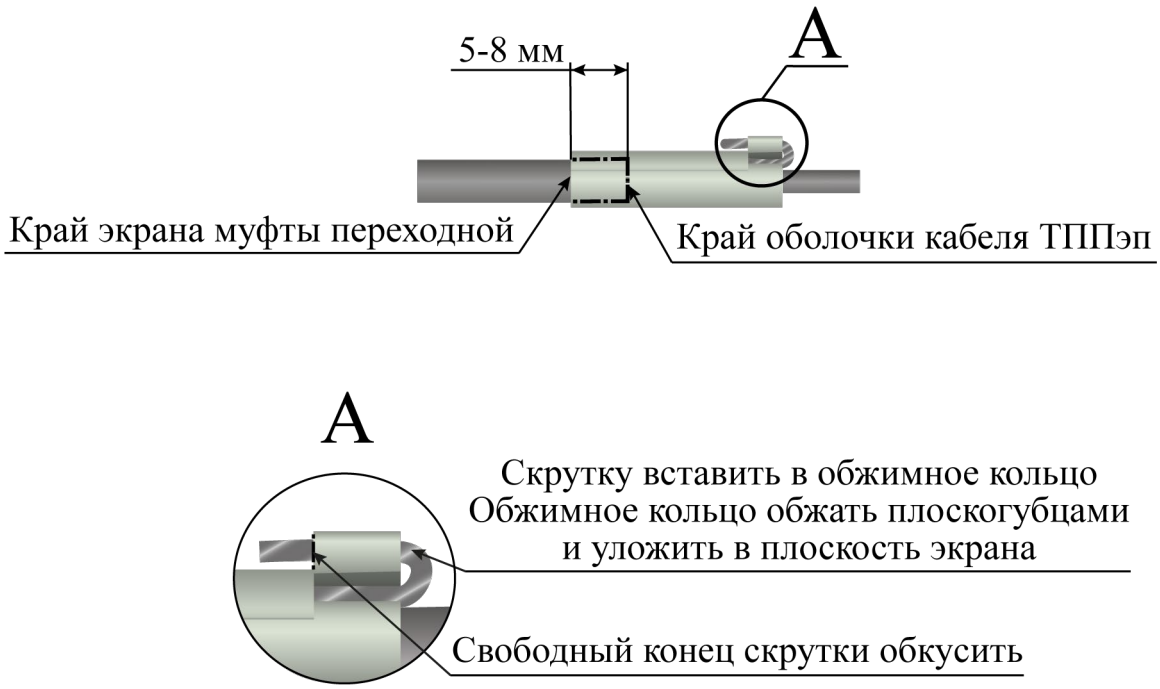

Рисунок 4.25
– скрутку экранных проводников кабелей ТППэп и РК вставить в обжимное кольцо экрана муфты переходной, обжать плоскогубцами (рисунок 4.25);